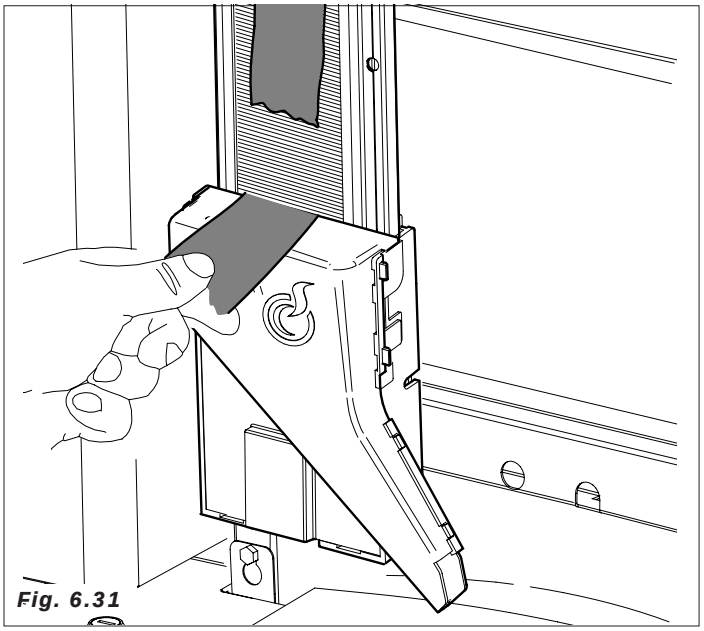

Fig. 6.31
– Insertar las paletas con su banda de embalaje en la parte superior de la columna y posicionarlas en el fondo; luego cortar y extraer la banda (Fig.6.31).